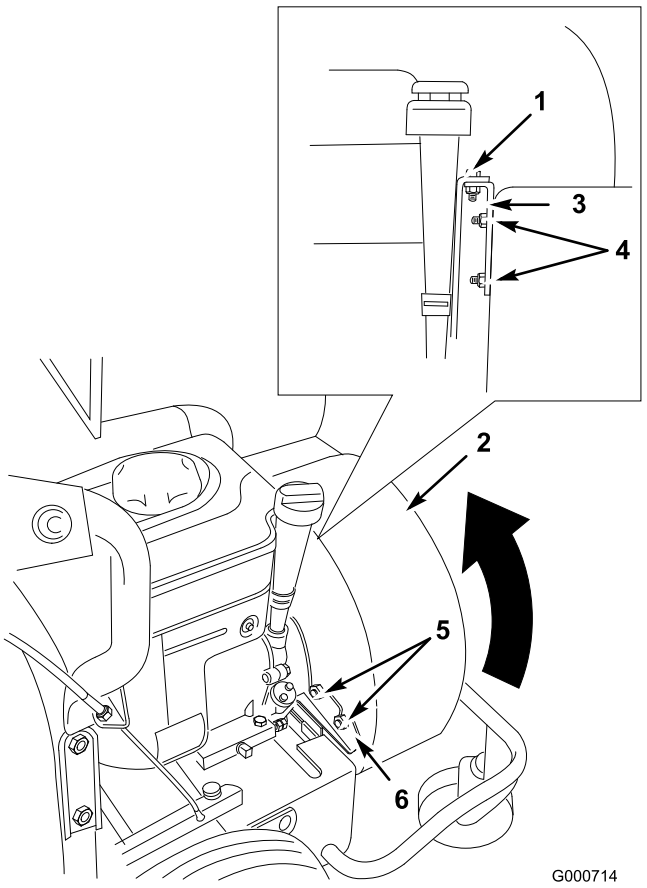

Figure 22
6. Remove bolt securing blower housing to engine bracket (Figure 22).
7. Remove the 2 locknuts securing housing to engine bracket and remove the bracket (Figure 22).
9. Remove the 2 locknuts securing housing to stabilizer bracket (Figure 22).